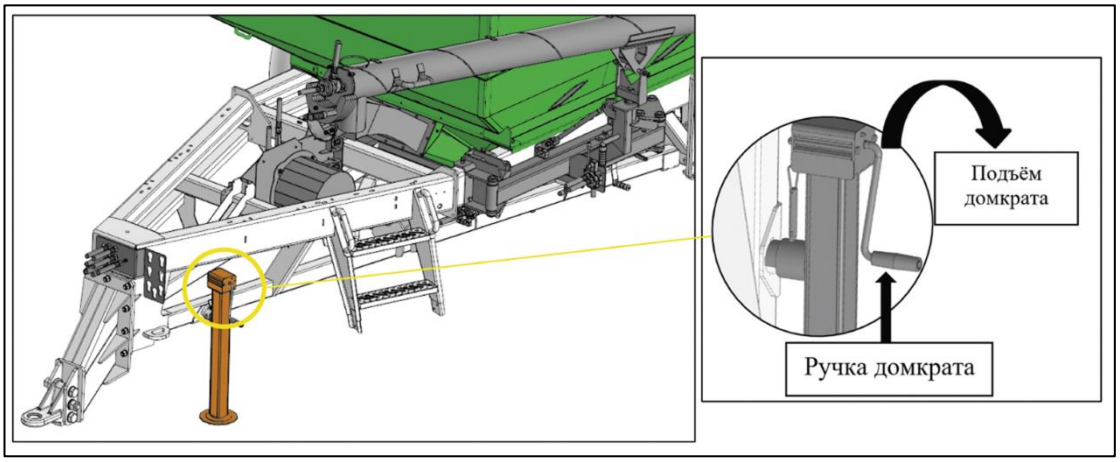

Рисунок 42 – Домкрат рамы бункера
- Выровняйте дышло со сцепным устройством трактора с помощью домкрата, рис. 42.
- После соединения трактора с ПК опустите домкрат, вращая ручку против часовой стрелки, рис. 42.